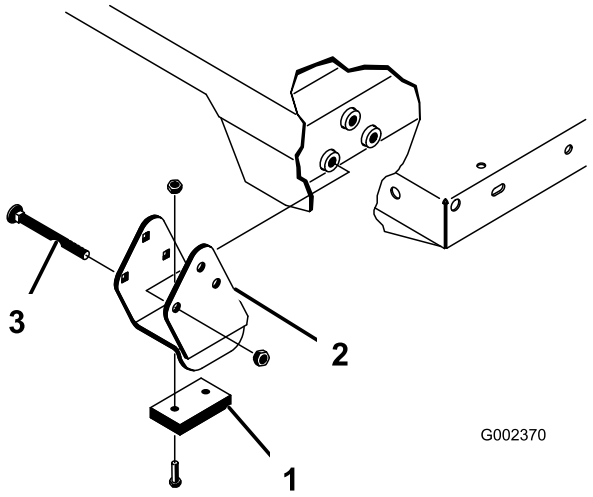

Figuur 34
Opmerking: Zorg ervoor dat de afstandsbeugels en de stootblokken (Figuur 34) zijn gemonteerd met de koppen van de slotbouten aan de binnenzijde van de machine.
2. Plaats de laadbak voorzichtig op het frame van de machine en lijn daarbij de openingen van de achterste draaiplaat van de laadbak uit met de openingen in de achterste framebalk en monteer 2 gaffelpennen en lynchpennen (Figuur 34).
4. Monteer de gaffelpen vanaf de buitenkant van de laadbak met de lynchpen naar buiten (Figuur 34).